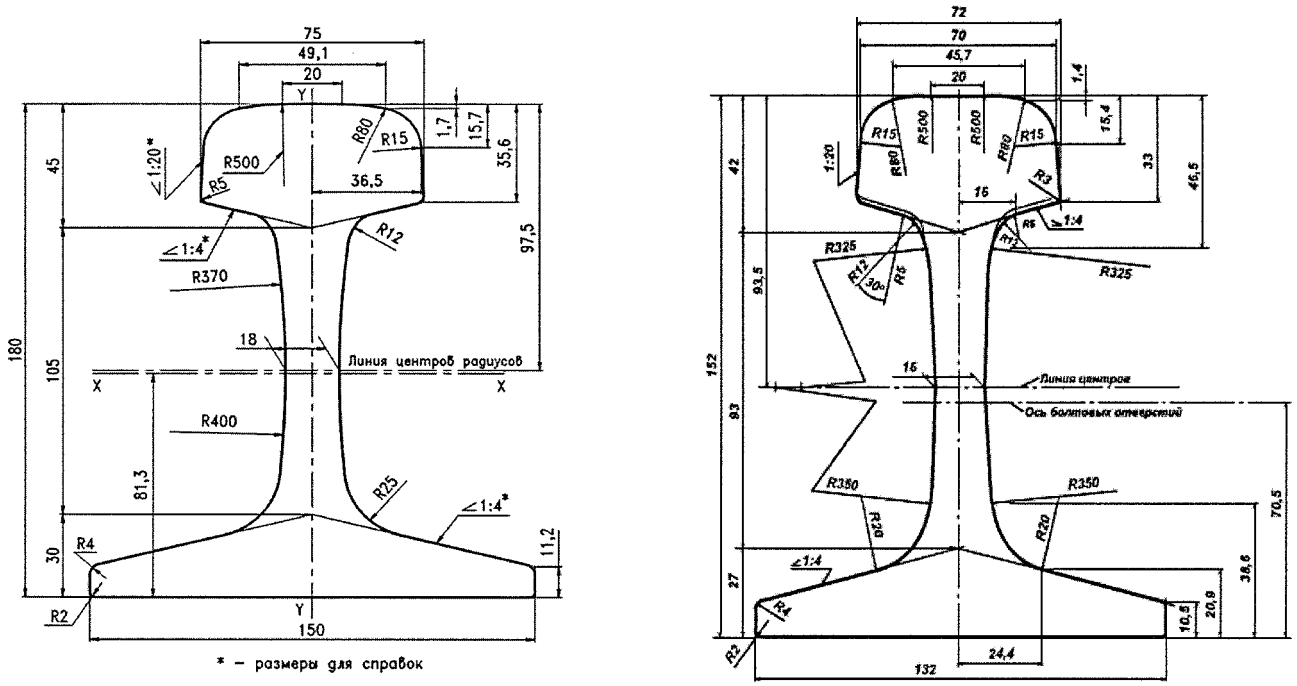

Рис.4 Поперечный профиль рельс Р65 и Р50
2. По исходным (рис. 4) вычертить на миллиметровой бумаге формата A_3 в Масштабе 1:1 поперечный профиль рельсов типа Р65 и Р50 .